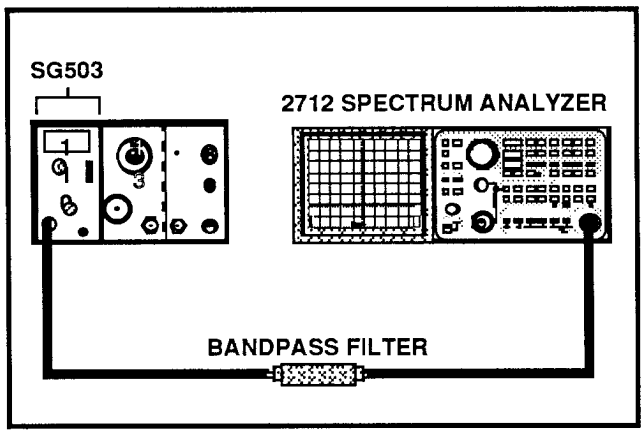

Figure 3-2. Harmonic distortion test equipment setup.
b. Connect the test equipment as shown in Figure 3-2.